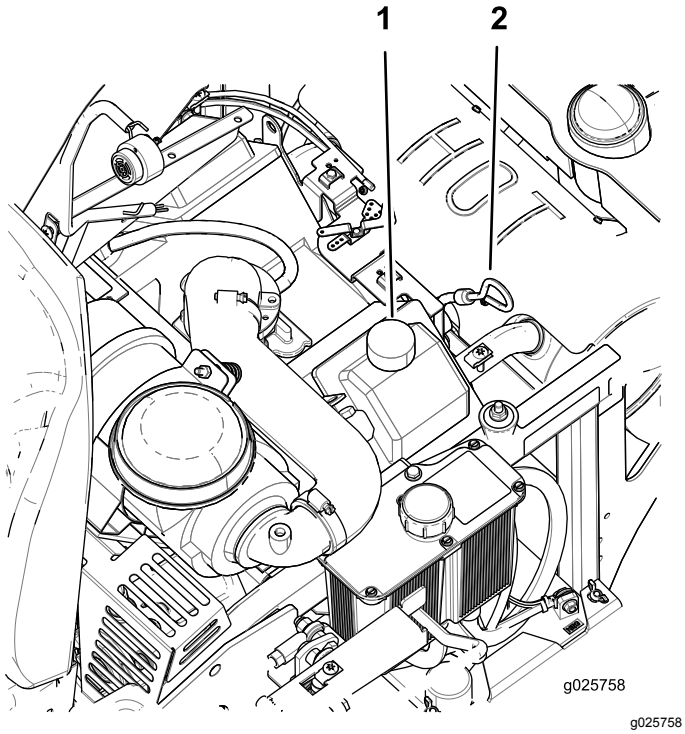

Figura 38
5. Limpe a zona em torno da vareta (Figura 38).
9. Se o nível de óleo estiver baixo, limpe a área em volta do tampão de enchimento de óleo, retire o tampão e encha até a marca **cheio** na vareta (Figura 38).
4. Deite lentamente cerca de 80% do óleo especificado no tubo de enchimento e adicione lentamente o óleo adicional para atingir a marca de **cheio** na vareta (Figura 38).
5. Ligue o motor e conduza até uma superfície plana. Volte a verificar o nível de óleo (Figura 38).